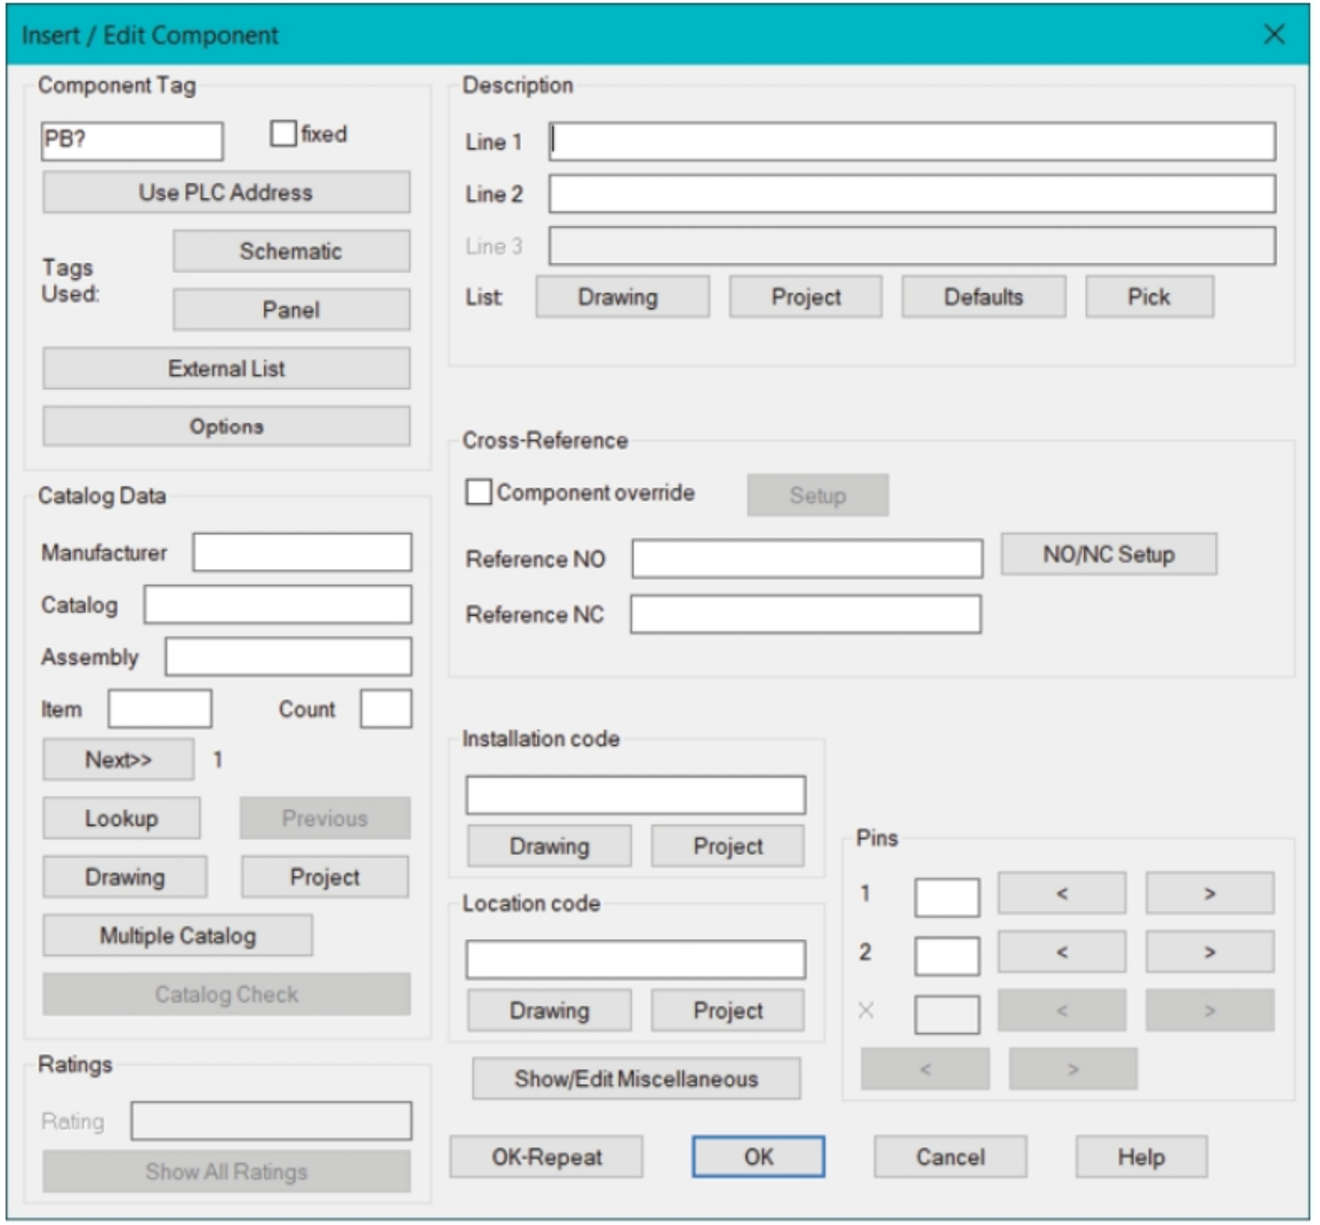

Figure-10. Insert Edit Component dialog box
- Click in the drawing area to place the component symbol at desired place. The **Insert/Edit Component** dialog box will be displayed; refer to Figure-10.